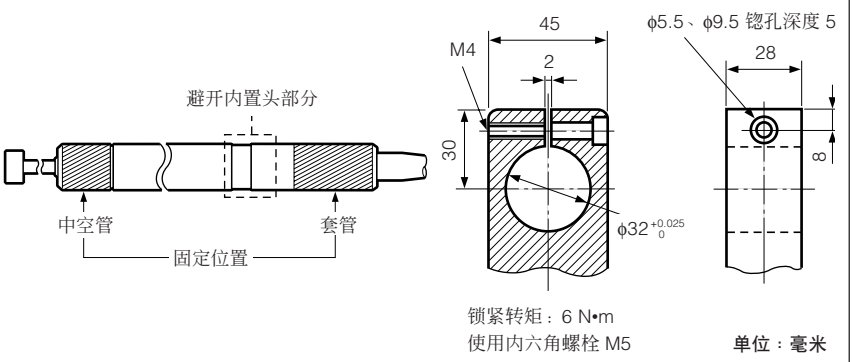

图 1. 安装固定位置　　图 2. 安装固定器的结构尺寸 (供参考)
- 本长度测量元件的安装位置为中空管和套筒的位置 (图1的斜线部)。因为名牌标签部分内置有头，切勿固定此部分。